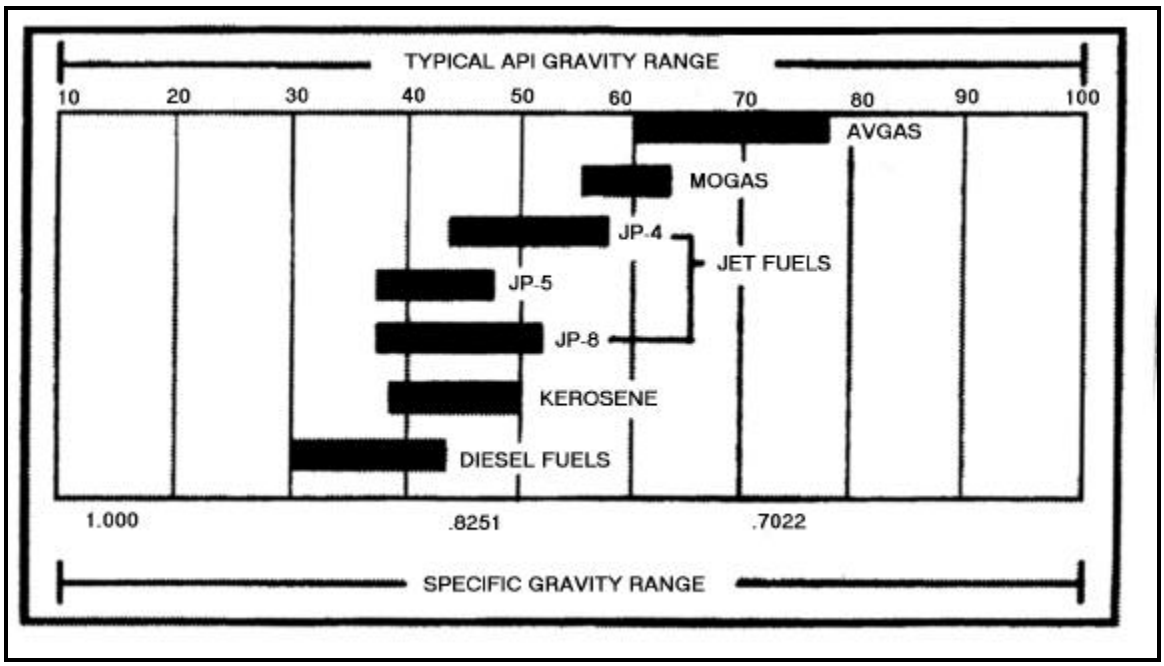

Figure 8-3. API and specific gravity scale for petroleum products
•Gravity Difference. Batch changes may be detected by differences in gravity of two adjacent products. There may be a great difference, as between MOGAS and JP-8. There may be little difference, as between DF-1 and DF-2 (Figure 8-3, page 8-4).